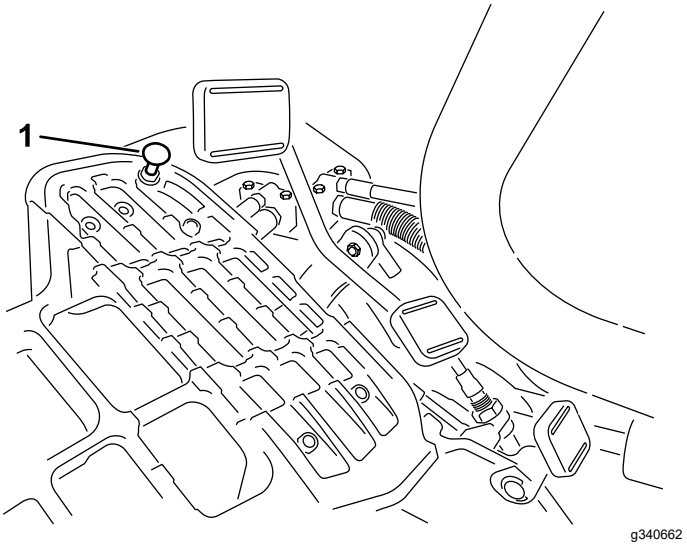

**Figura 44**
Per ottenere la velocità massima di trasferimento mettete la leva di comando delle funzioni in posizione di TRASFERIMENTO e premete il pedale di trazione. Se il pedale tocca il fermo (Figura 44) prima che avvertiate la tensione sul cavo, effettuate la seguente procedura di regolazione:
1. Spostate la leva di comando delle funzioni in posizione di TRASFERIMENTO e allentate il dado di bloccaggio che fissa il fermo del pedale alla piastra di appoggio (Figura 44).